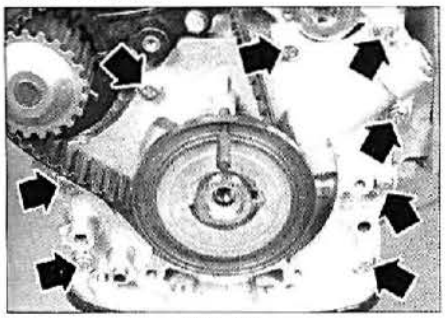

FIG. 17
- los ocho tornillos de la bomba de aceite en el extremo del cigüeñal **(fig. 17).**